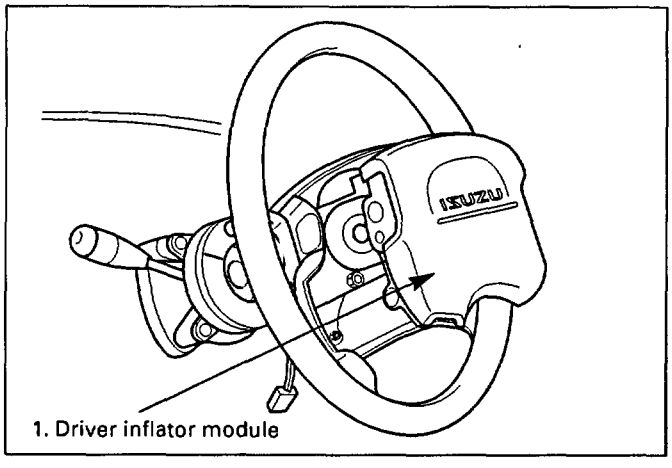

Fig. 8-154
1. **Driver inflator module (Fig. 8-154)**